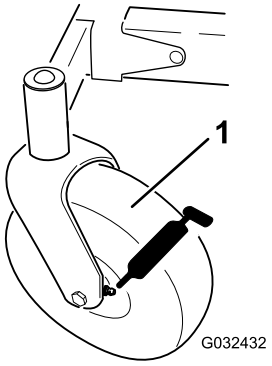
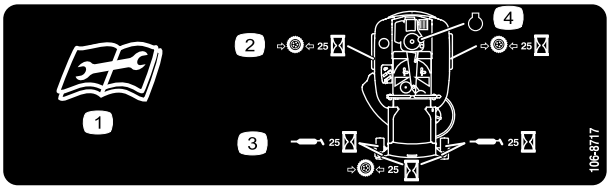

Figur 34
Figur 35
3. Tørk av smøreniplene (Figur 34 og Figur 35) med en fille.
4. Sett en fettsprøyte på anordningen (Figur 34 og Figur 35).